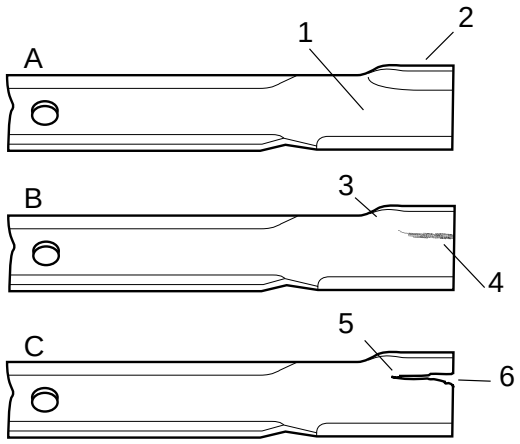

Figure 16
2. Examiner attentivement les tranchants de la lame, particulièrement au point de jonction de la partie plate et de la partie recourbée. (Fig. 16-A). Le sable et les matériaux abrasifs peuvent user le métal qui relie ces deux parties de la lame, aussi vérifier l'état de cette dernière avant d'utiliser la tondeuse. Remplacer la lame si elle semble usée (Fig. 16-B).
Si la lame est usée, une fente se forme entre le bord relevé et le plat de la lame (Fig. 16-C), à la suite de quoi un morceau de lame peut se briser et être éjecté de sous le carénage et causer des blessures corporelles graves.